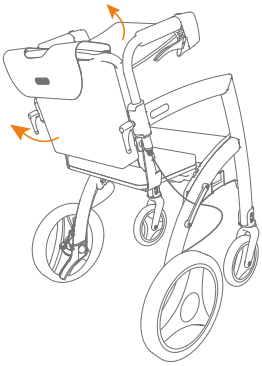
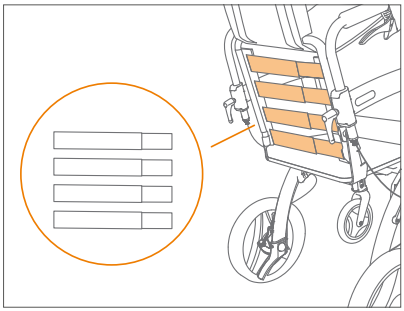

Figure 43: Clear adjustment straps.
Figure 44: Four adjustable adjustment straps.
b. Pull up the bag of the transport chair package and the backrest cover from the bottom **(Figure 43)**. The adjustment straps are now clearly visible **(Figure 44)**.